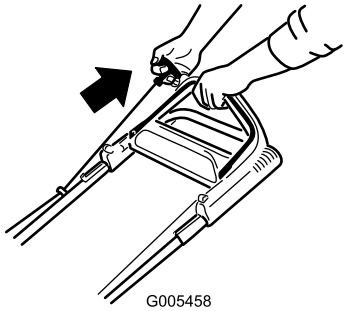

Figur 13
2. Trekk i tilbakespolingsstarteren (Figur 13).